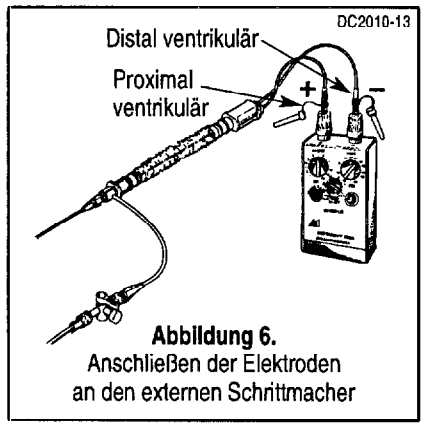

Abbildung 6. Anschließen der Elektroden an den externen Schrittmacher
7. Schließen Sie die distale und die proximale Elektrode an die negative bzw. positive Anschlußklemme des Schrittmachers an (Abb. 6), und bestimmen Sie die Stimulationsschwelle. Eine Schwelle von 1,0 bis 2,0 mA ist für gewöhnlich ein Zeichen für eine korrekte Positionierung der Elektroden. Falls die ursprüngliche Schwelle höher als 5 mA ist, deutet dies darauf hin, daß die Sonde nicht ideal positioniert ist und sich möglicherweise im RV-Ausflußbereich befindet. In diesem Fall die Sonde einige Zentimeter zurückziehen und im RV-Apex neu positionieren. Eine optimale Stimulationsschwelle erhält man, wenn die Sonde etwa 5 cm am RV-Anschluß übersteht. Steht die Sonde weniger als 3 cm über, kann man meist keine stabile Stimulation erzielen.